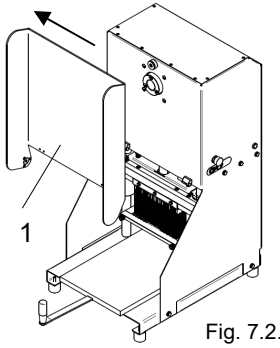

Fig. 7.2.1
7.3.1 Entfernen der Plexiglas-Abdeckung (Abb. 7.2.1)